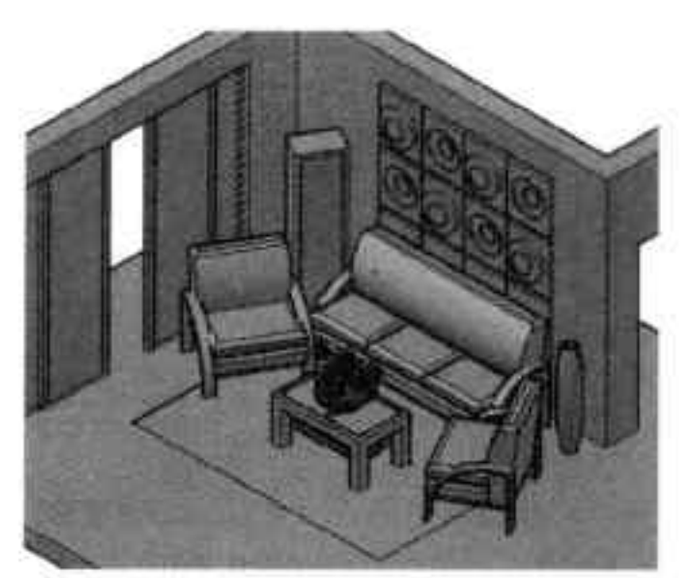

图11-17 客厅东北视图
- 东北等轴测：该视点是从东北方向以等轴测方式查看模型，如图11-17所示。